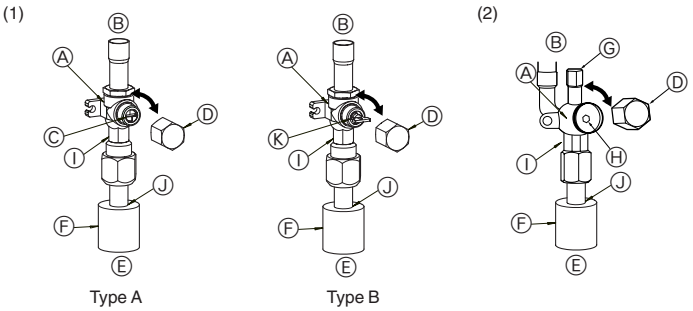

Fig. 4-5 **Fig. 4-6**
(1) Côté gaz de P100-P140 (Fig. 4-5)